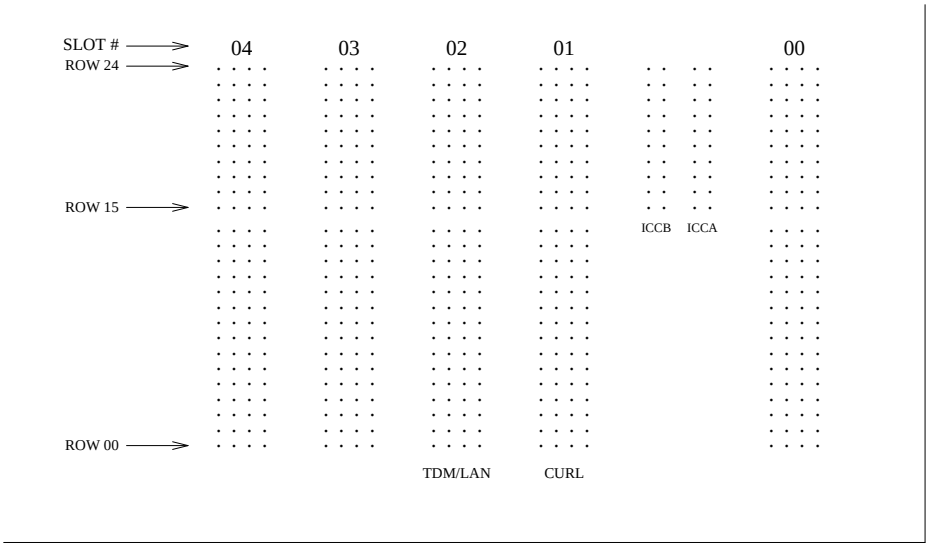
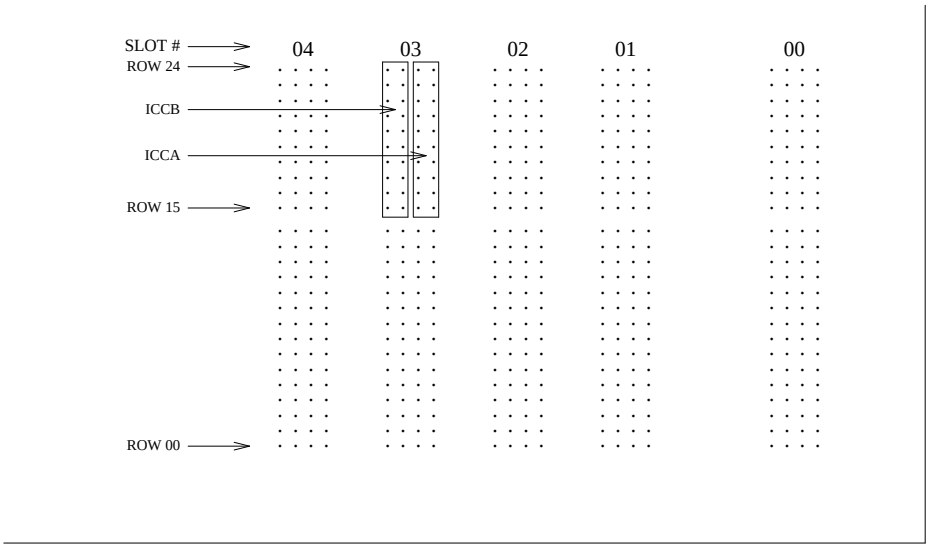

Figure 2-38. ICC Connections for Expansion Control Carrier
Figure 2-39. ICC Connections for Port Carrier
15. See CAUTION. Install the ICC cables (H600-204 G1) between carriers ‘‘A’’ and ‘‘B.’’ Connect the cables to the ICC pin-field block on both carriers (see Table 2-10 and Figure 2-38 and Figure 2-39). Each cable is installed so that the dark red, blue, or purple stripe (depending upon the supplier) is on the bottom at both ends.